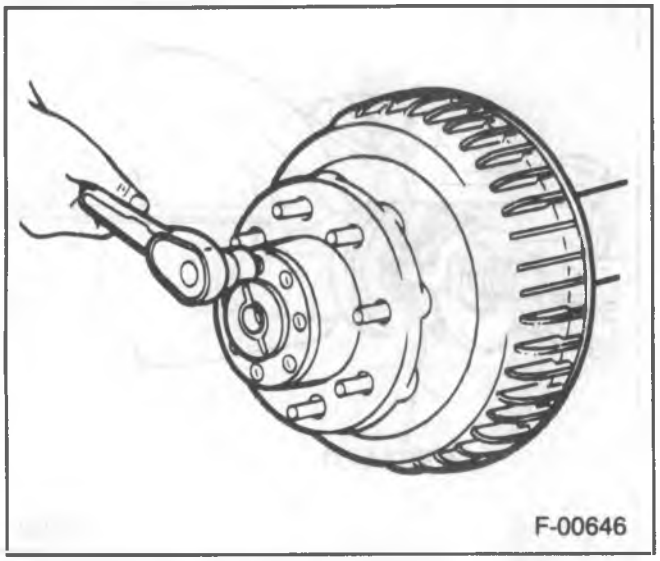

Figure 25—Removing or Installing Flange-to-Hub Bolts
Remove or Disconnect (Figures 25 and 26)
1. Bolts (55) (figure 25).
- Rap the axle shaft flange (53) lightly with a soft-faced hammer to loosen the shaft.
- Grip the rib on the axle shaft (53) flange with a locking plier and twist to start shaft removal.
2. Axle shaft (53) from the tube.
Install or Connect (Figures 25 and 26)
2. Bolts (55) (figures 25 and 26).